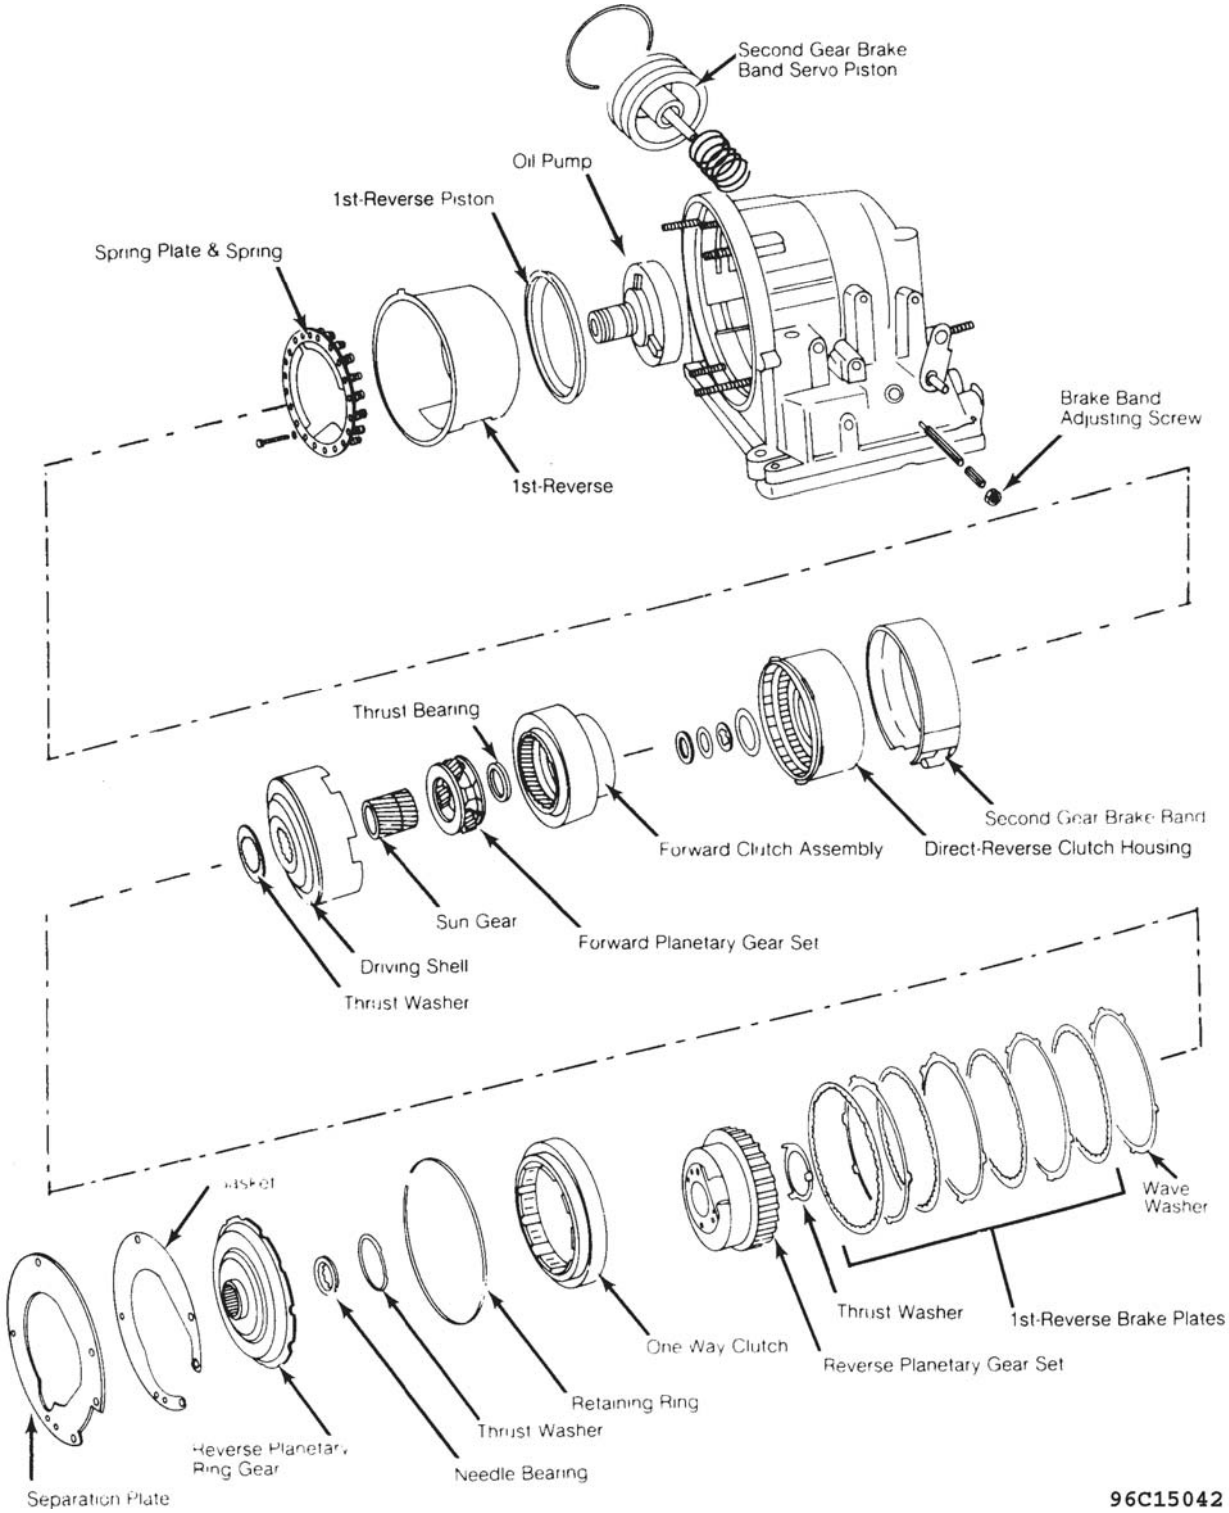

Fig. 7: Exploded View Of Automatic Transaxle Assembly
5. Detach screws retaining separation plate in transaxle case. Remove plate and discard gasket. With- draw annulus gear assembly (governor drive gear/Reverse planetary ring gear) from case. See **Fig. 7**.